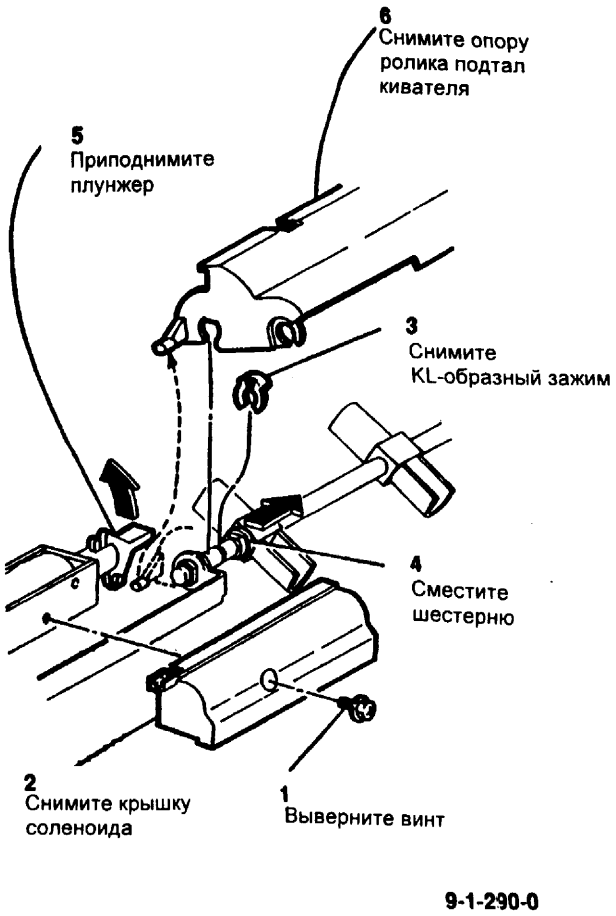

Рис. 3 Снятие ролика подталкивателя
6. (Рис. 3) Снимите ролик подталкивателя